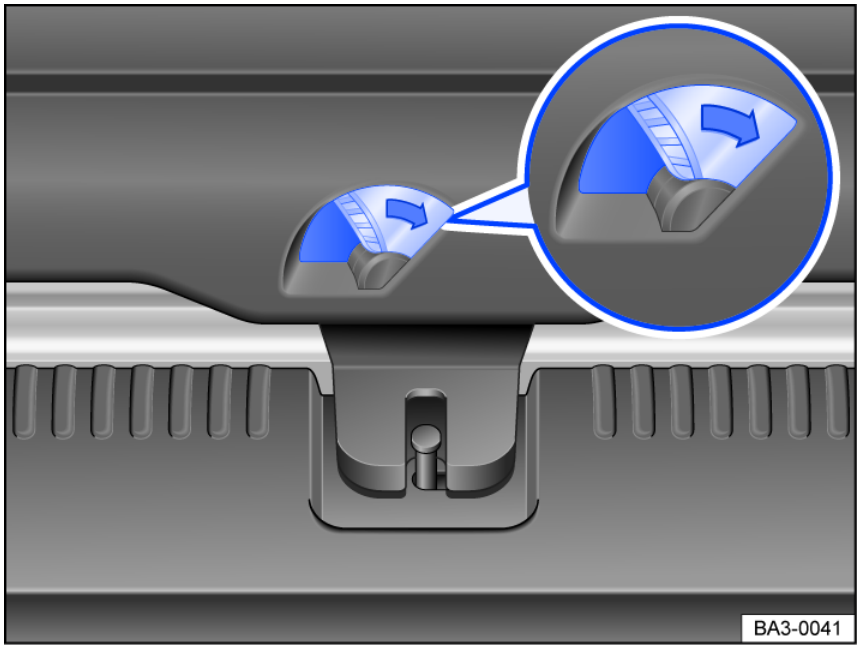

Fig. 53 In the luggage compartment: unlocking the trunk lid.
3. Push the lever *fig. 53* in the direction of the arrow and open the trunk lid.